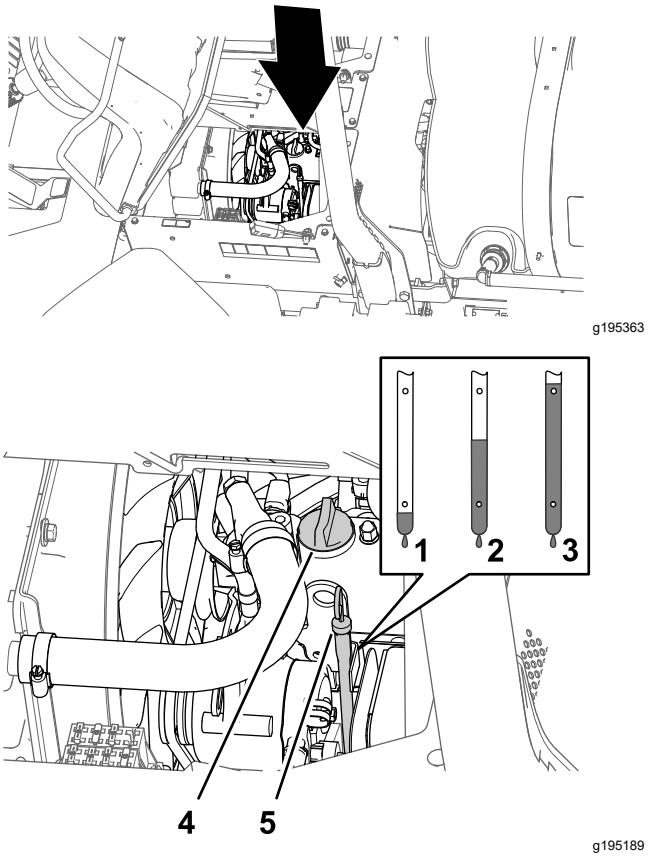

Figura 78
2. Retire la varilla, ubicada debajo del asiento del pasajero, y límpiela con un paño limpio (Figura 78).
3. Si el nivel de aceite es bajo, retire el tapón de llenado de la tapa de válvulas (Figura 78) y vierta aceite por el cuello de llenado hasta que el aceite llegue a la marca Lleno de la varilla.
4. Coloque el tapón de llenado de aceite (Figura 78).
5. Coloque la varilla firmemente (Figura 78).